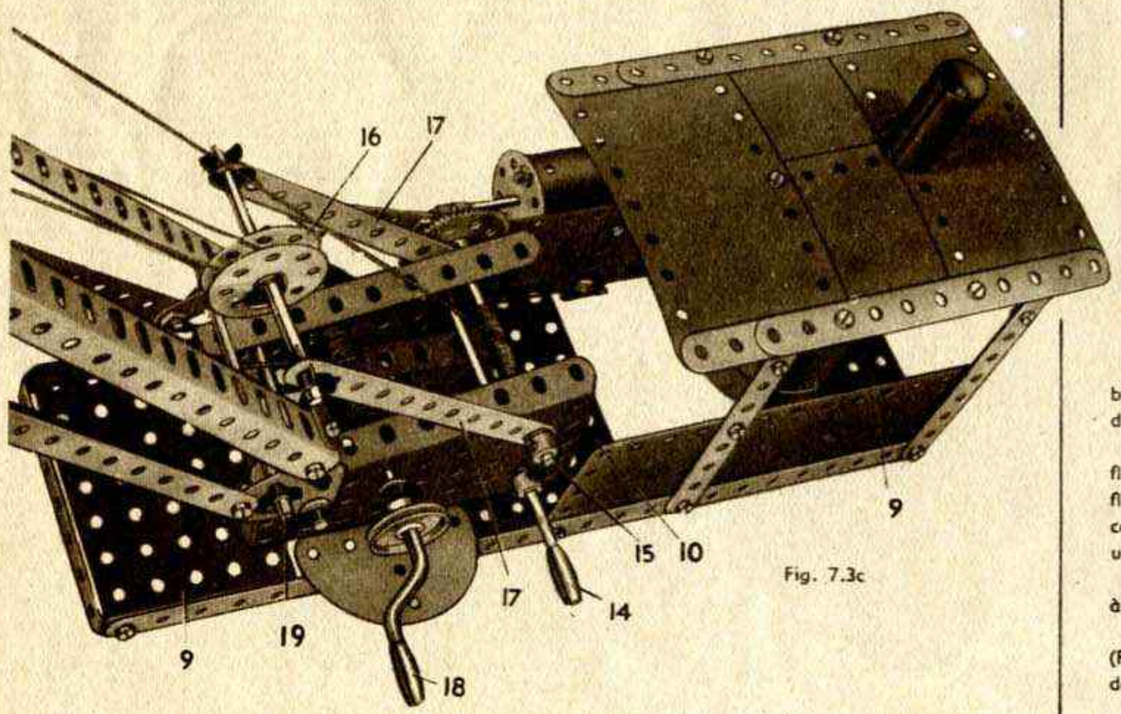

Fig. 7.3c
La superstructure de la grue est formée par deux bandes de 25 trous maintenues à chaque extrémité par les plaques à rebords de 9 × 6 (9), et au centre par une plaque identique 10 (Fig. 7.3c). Les côtés de l'abri consistent en une moitié d'une plaque à charnières, et en une plaque flexible de 6 × 6 boulonnées aux bandes de 25 trous. Le toit est formé par deux plaques flexibles de 11,5 × 6 et deux autres de 6 × 6 boulonnées ensemble et renforcées sur leurs bords par une bande de 11 trous et une bande de cinq trous qui se recouvrent sur trois trous. Il est fixé à des bandes glissières cintrées boulonnées à quatre bandes de 11 trous 11.